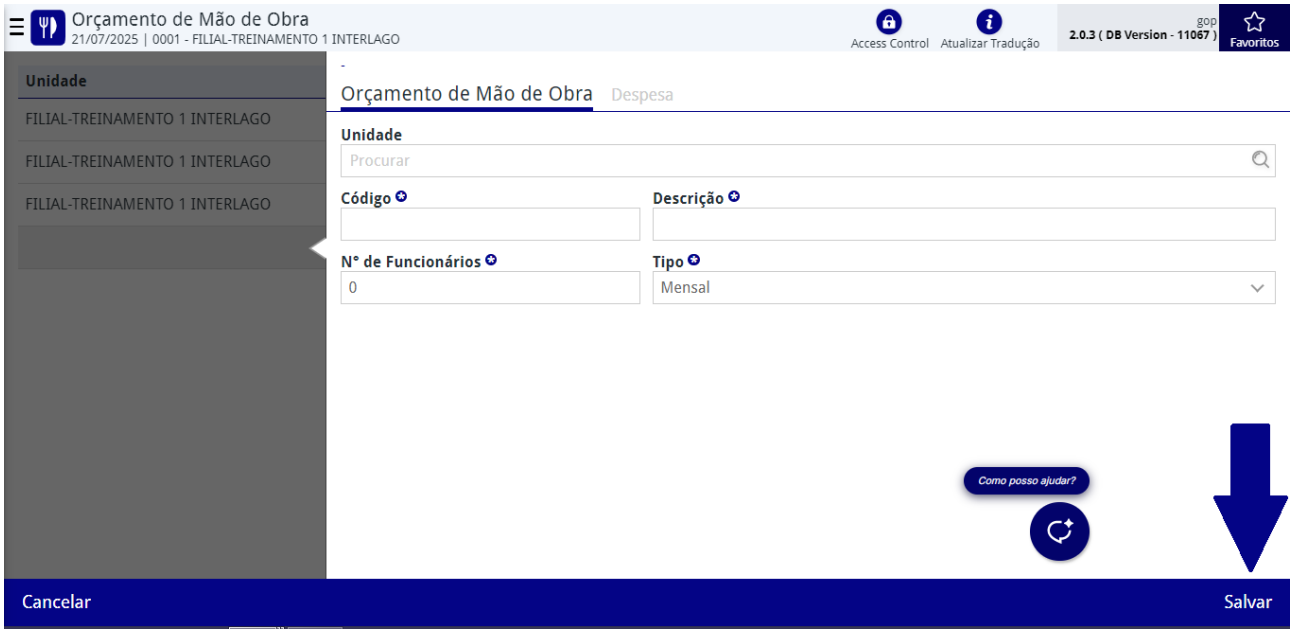

Figura 90: Salvar
6. Clique em **Salvar** (Figura 90).